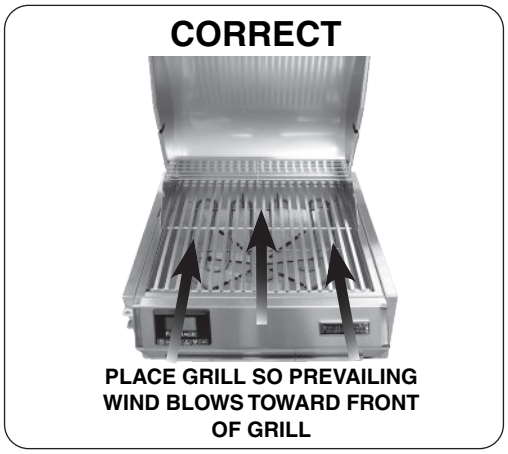
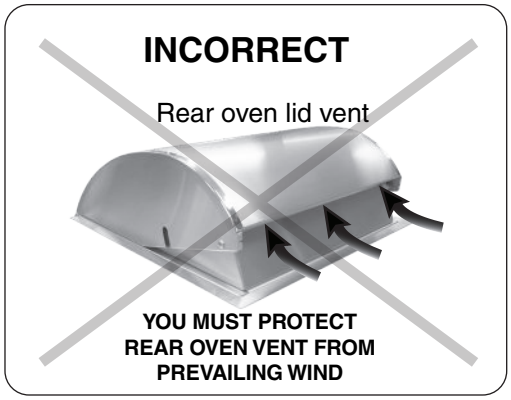

**Fig. 8-2** Airflow direction - CORRECT
**Fig. 8-3** Airflow direction - INCORRECT
**CAUTION:** Wind blowing into or across the rear oven lid vent (Fig. 8-3) can cause poor performance and/or dangerous overheating. Install the grill so that the prevailing wind blows toward the front of the grill (Fig. 8-2).